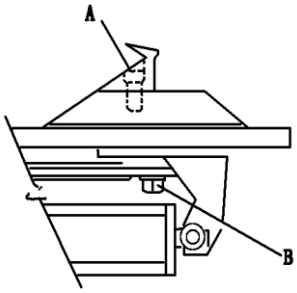

Fig 8.
b. After the first 20days of work, retighten the clamp tightening screws and screws on the turntable slides (Fig 8.)